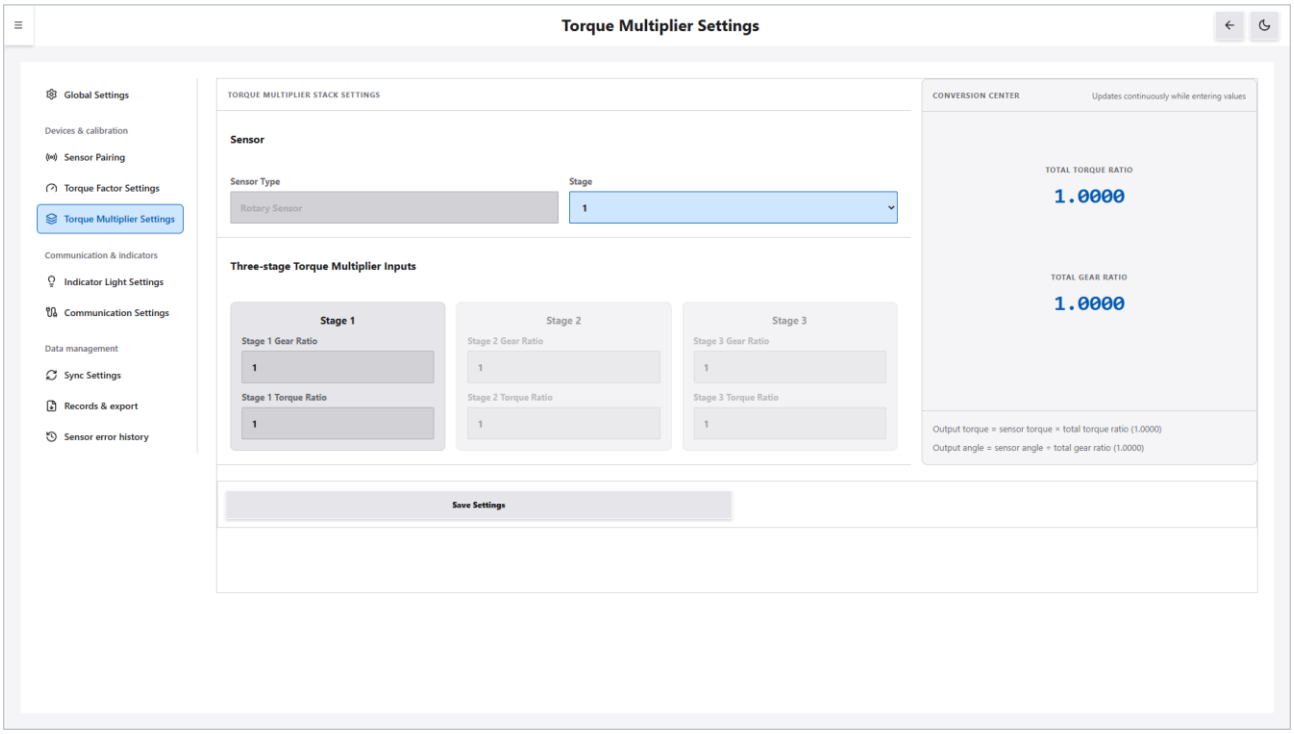

Figure 12-9 Torque Multiplier Settings screen
Figure 12-9 shows “Stage” set to 1 and all six ratios set to 1; “Total Torque Ratio” and “Total Gear Ratio” are both 1.0000, and the stage 2 and stage 3 cards are shown faded.
1. Open “Torque Multiplier Settings”. The screen in Figure 12-9 appears, and the fields show the currently saved values.